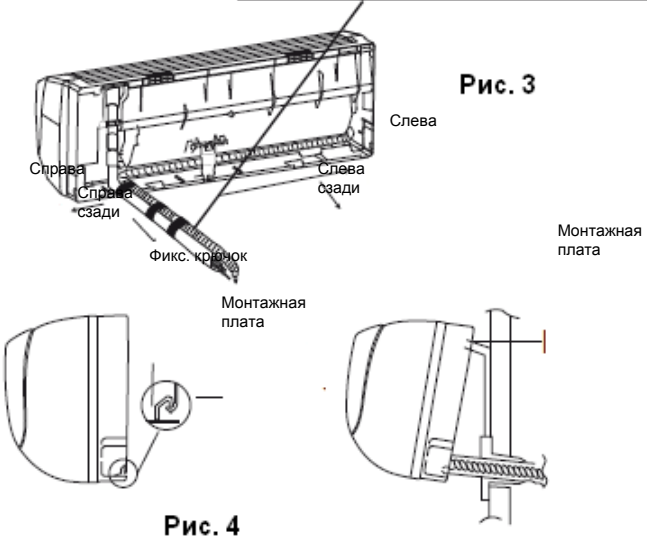

Рис. 4
3. Подвесьте монтажные разъемы блока на верхние проушины задней панели, убедитесь в надежности закрепления (См. Рис. 4).